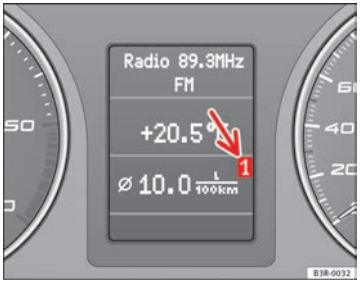

Fig. 59 Onboard computer: memory 1
The numbers in the display ⇒ fig. 59 indicate which of the two memories is currently in use. A **1** means that the display is showing the information in the single journey memory (onboard computer 1). A **2** means that the display is showing the information in the total journey memory (onboard computer 2).
– Press the reset button (B) repeatedly until the onboard computer (memory 1 or 2) ⇒ page 85, fig. 59 is displayed.